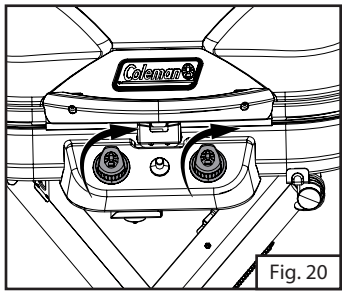

Fig. 20
1. Before attaching propane cylinder make sure both control knobs are closed. (Fig. 20)